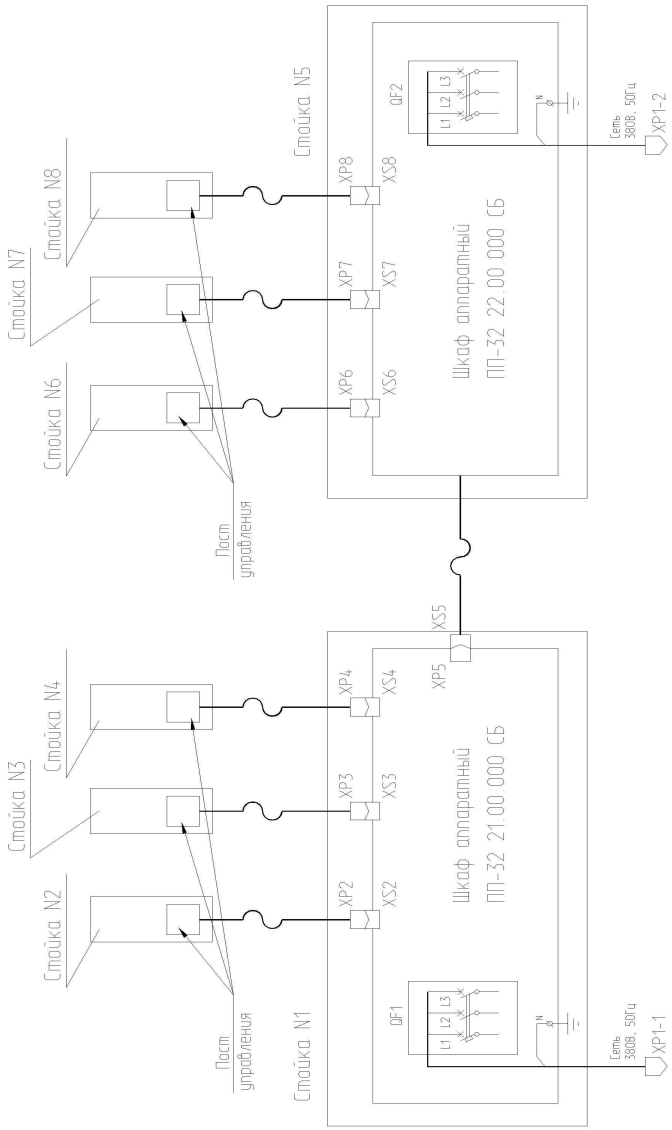

Рис. 4. Схема электрическая соединений подъемника ПП-32
4.4. Перечень элементов схемы электрической принципиальной приведен в таблице № 1. Схема электрическая соединений приведена на Рис. 4.